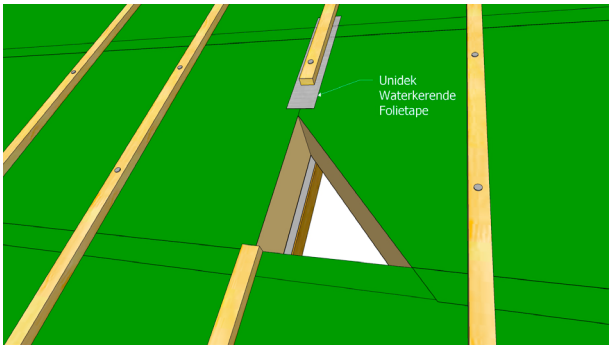

Figuur 5 - Detail verticale stootnaad
- Eventuele verticale stootnaden dienen aan de bovenzijde afgeplakt te worden met Unidek Waterkerende Folietape alvorens de tengel wordt aangebracht. Unidek Waterkerende Folietape is verkrijgbaar per rol van 25 meter (zie figuur 5).